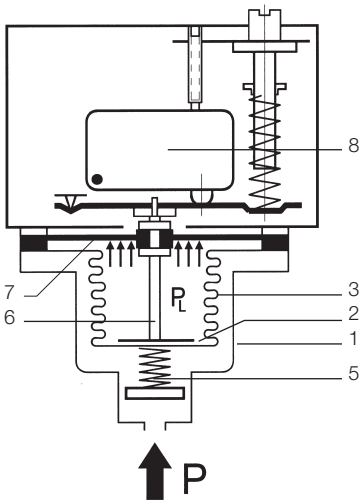

Bild 1
a) Durch einen selbstüberwachenden Drucksensor, der so konstruiert ist, dass ein Bruch im mechanischen Teil des Messwerks zu einer Abschaltung nach der sicheren Seite führt (siehe Bild 1).
Bild 1 zeigt das Schnittbild eines Drucksensors, der die Anforderungen an besondere Bauart erfüllt. Die Messkammer ist begrenzt durch Gehäuse (1), Boden (2) und Messbalg (3).